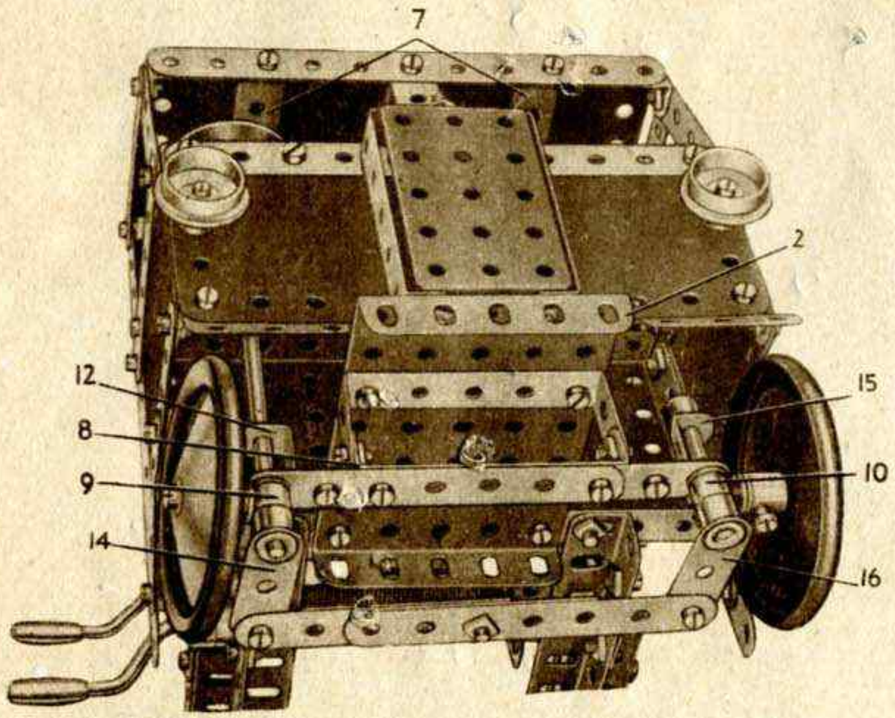
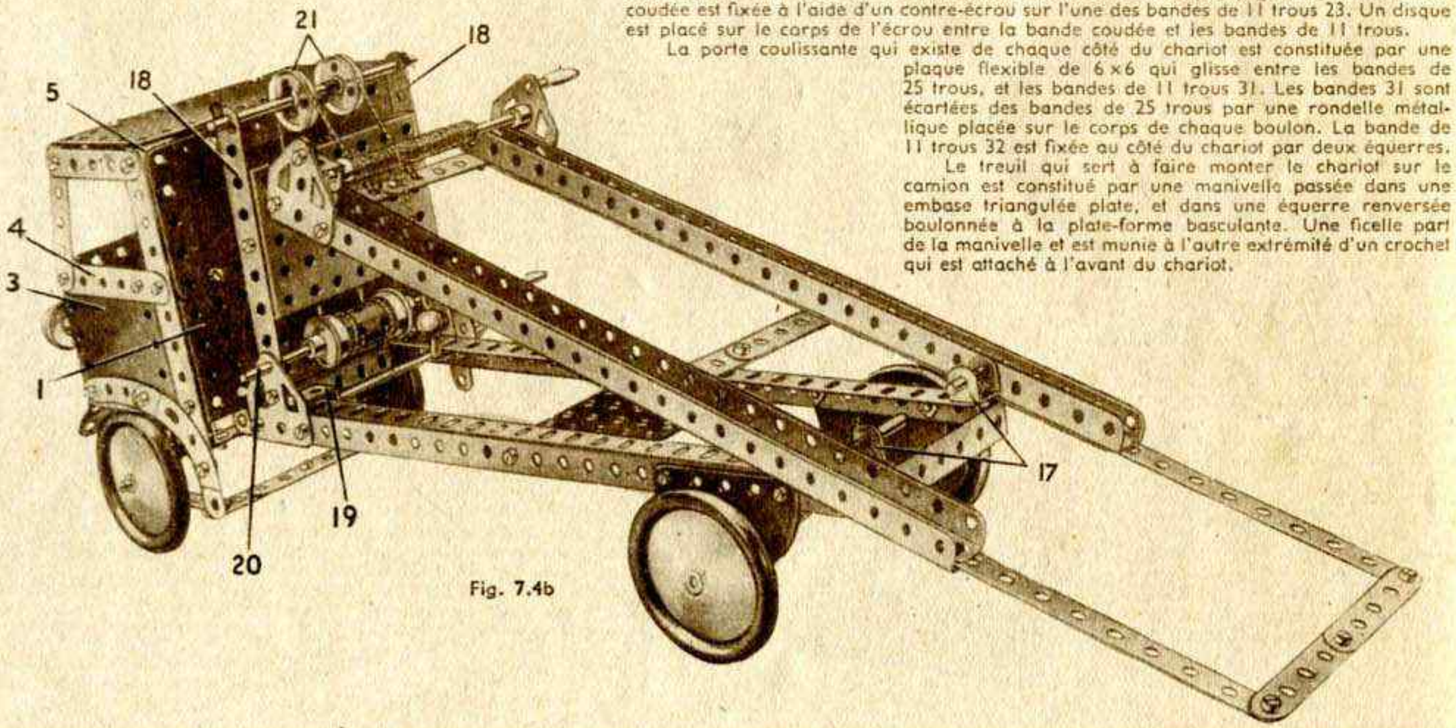

Fig. 7.4a
Fig. 7.4b
Il est préférable de commencer par construire le châssis du camion qui consiste en deux cornières de 25 trous réunies à l'arrière par une bande coudée de 90 x 12 et boulonnées à l'avant à une plaque à rebords de 14 x 6 (1) (fig. 7.4b). Le châssis est prolongé par une plaque à rebords de 9 x 6 (2). (Fig. 7.4a) boulonnée à la plaque 1.
L'essieu avant est formé par deux bandes de 7 trous qui se recouvrent sur 5 trous et qui sont fixées à une bande coudée de 60 x 12 (8) (Fig. 7.4a). Cette bande est fixée à une bande coudée de 60 x 25 boulonnée à la plaque à rebords 2. Les roues avant pivotent sur des boulons de 19 mm. tenus dans les bagues d'arrêt 9 et 10. Deux rondelles métalliques sont placées sur le corps de chaque boulon. La bague 9 est bloquée
La plate-forme pivote sur des tringles de 4 cm. qui tournent dans les supports doubles 17 (Fig. 7.4b). Le mécanisme de bascule consiste en bandes de 11 trous 18 boulonnées à des embases triangulées plates fixées au châssis. Les bandes 18 sont réunies par une plaque à rebords de 9 × 6. Le mouvement de bascule est contrôlé par une manivelle qui tourne dans le châssis, et dans une équerre de 25 × 25 (19). Un pignon de 19 dents monté sur la manivelle engrène avec une roue de 57 dents montée sur une tringle de 11,5 cm. (20). Cette tringle est passée dans les bandes 18, et est munie d'un tambour d'enroulement formé d'un manchon et de deux roues à boudin de 19 mm. Deux ficelles partent du tambour, passent autour des poulies folles de 25 mm. (21), et sont attachées à l'extrémité de la plate-forme.